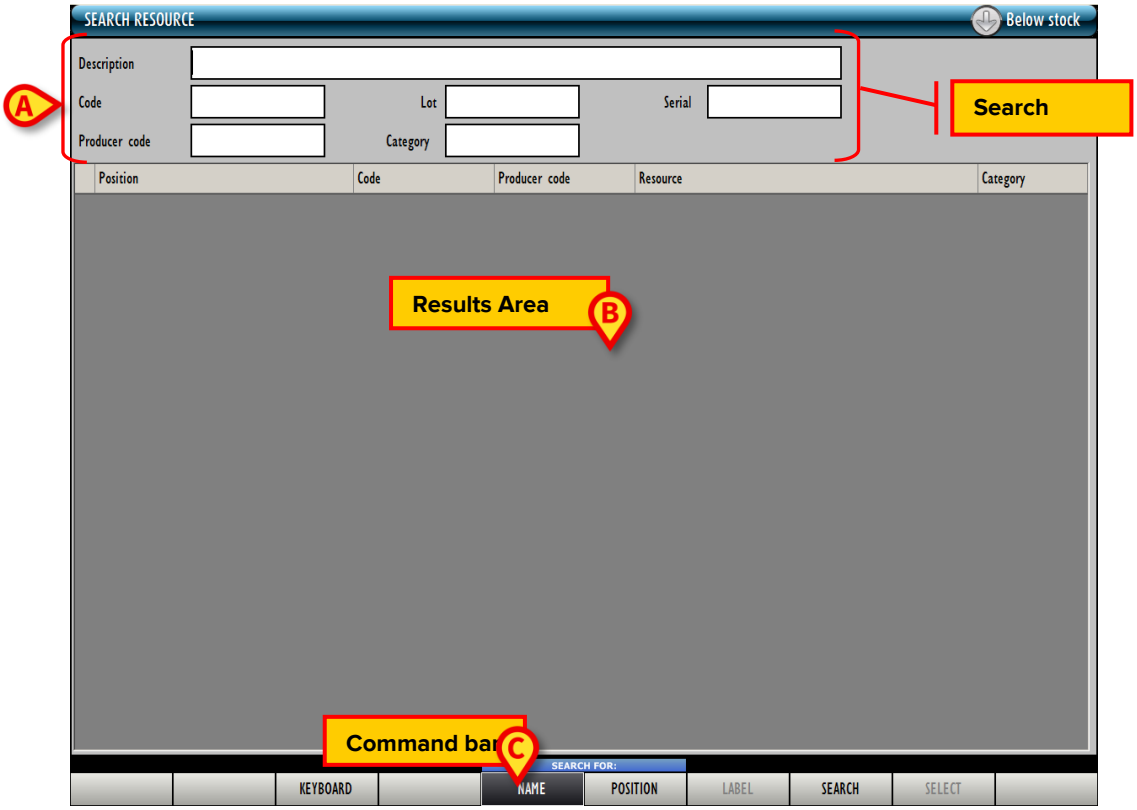

Fig 288 - Search resource
*The screen shown in Fig 288 is also displayed when the **Search** button is clicked during some “Stock Management” procedures. The items selected on this screen are then contextually selected for the specific procedure.*
The following screen opens (Fig 288)
On top of the screen, in the area indicated in Fig 288 **A**, are the search fields.
The area indicated in Fig 288 **B** contains the search results.
The command bar is indicated in Fig 288 **C**.
The central part of the screen, indicated in Fig 288 **B** and shown in Fig 290, contains the results list.